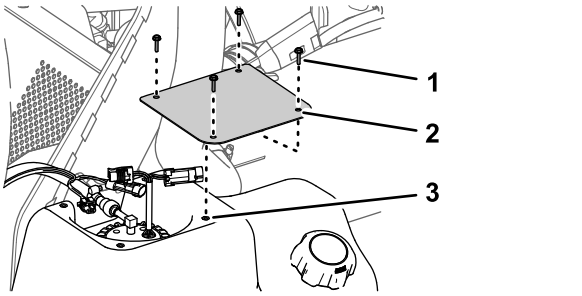

**Bild 82**
2. Entfernen Sie am Kraftstofftank die vier Schrauben (Nr. 10 x ¾"), mit denen die Abdeckung oben am Kraftstofftank befestigt ist, und nehmen Sie die Abdeckung ab (Bild 82).